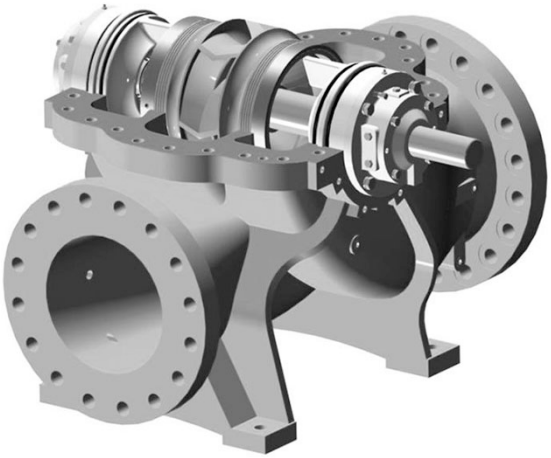

Figure 45: Rotating assembly installed within lower casing
27. Install bearing gland onto bearing body and alternately tighten the bearing gland capscrews so as not to "cock" the bearing gland causing bearing to bind. (see Figure 45)